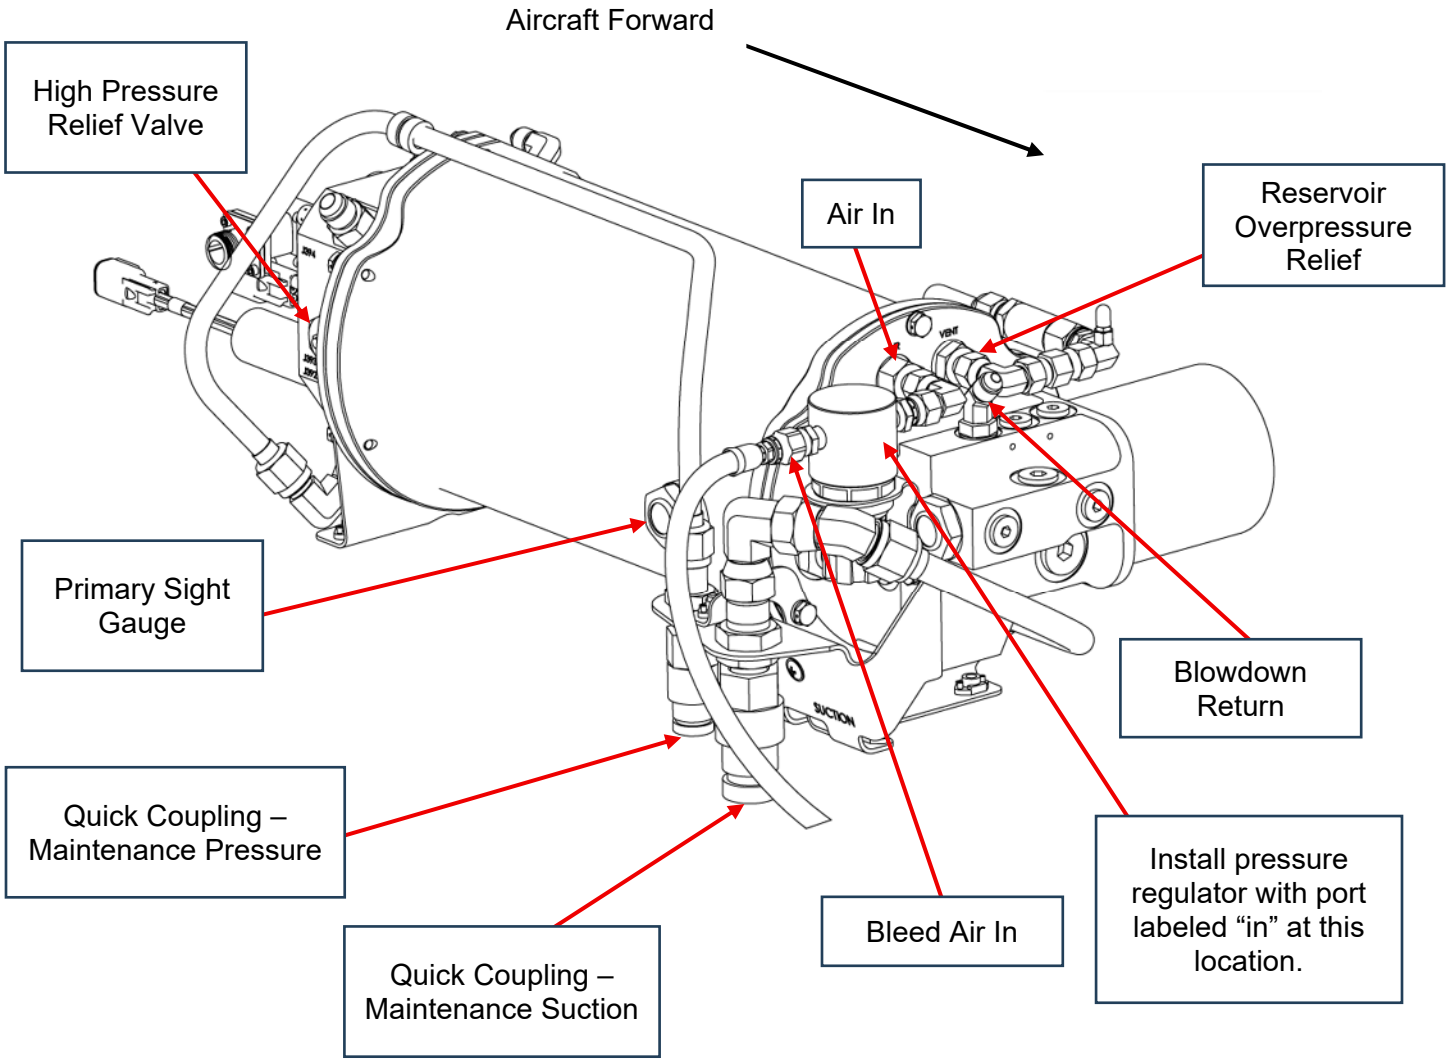

Figure 2: Hydraulic Reservoir FRONT view
i. Disconnect the bleed air supply line from the AN816-4D fitting on the regulator (refer to figure 2).
ii. Disconnect the 4 F6X-SS fitting from the air in line (refer to figure 2).
v. Connect the female 4 F6X-SS fitting to the air in line (refer to figure 2).